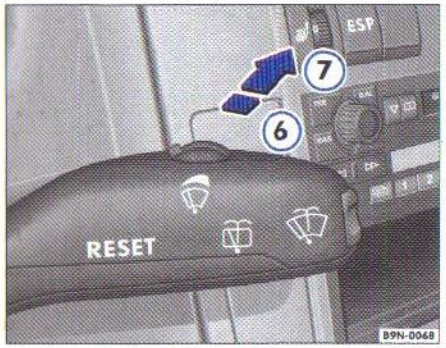

Fig. 28 Manetă pentru acţionarea ştergătoarelor: Ştergătoarele de lunetă
– Apăsaţi maneta în faţă, în poziţia ⇒ fig. 28 ⑥. Braţul ştergătorului lunetei funcţionează din 6 în 6 secunde.
– Apăsaţi maneta în faţă, în poziţia ⇒ fig. 28 ⑦. Instalaţia de spălare şi ştergătorul funcţionează. Ştergătorul funcţionează atât timp cât se menţine maneta în această poziţie.